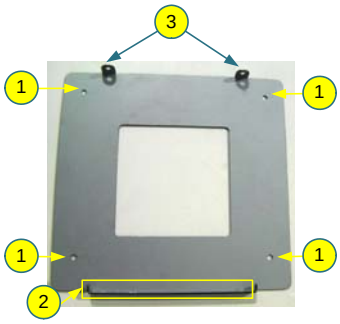

Figure 5-20: Controller's Mounting Bracket
Step 1. Set up the skids with spacing that matches the spacing measurements for the holes in the **Controller**'s mounting bracket **(1)**. Refer to **Figure 5-20** above.